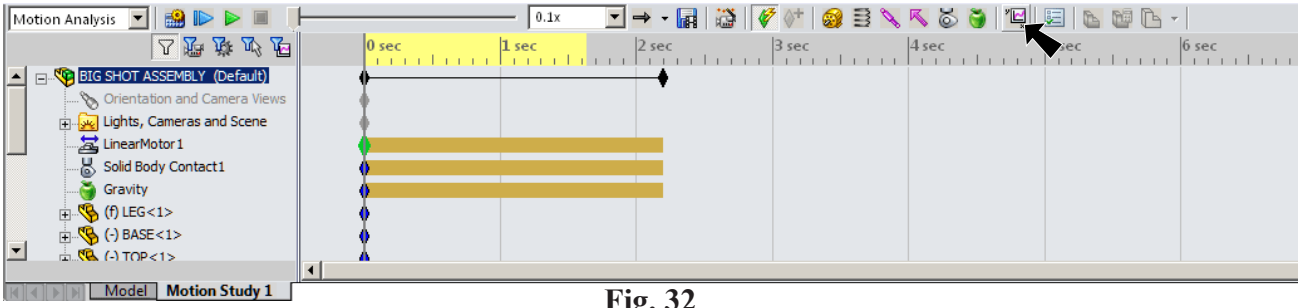

**Fig. 32**
Step 1. Click **Results and Plots** on the Motion Manager toolbar, **Fig. 32**.